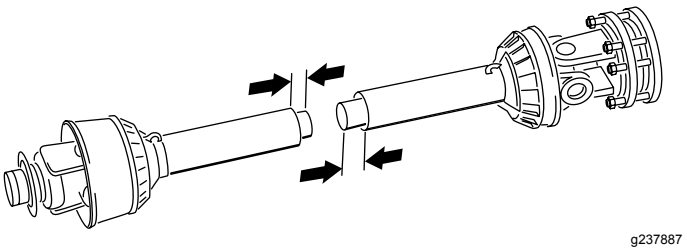

Figur 17
11. Skil de to halvdele af kraftudtagsakslen fra hinanden (Figur 17).
12. Mål afstanden fra enden af hvert rør til dets sikkerhedsskærm (Figur 17). Noter afstandene.